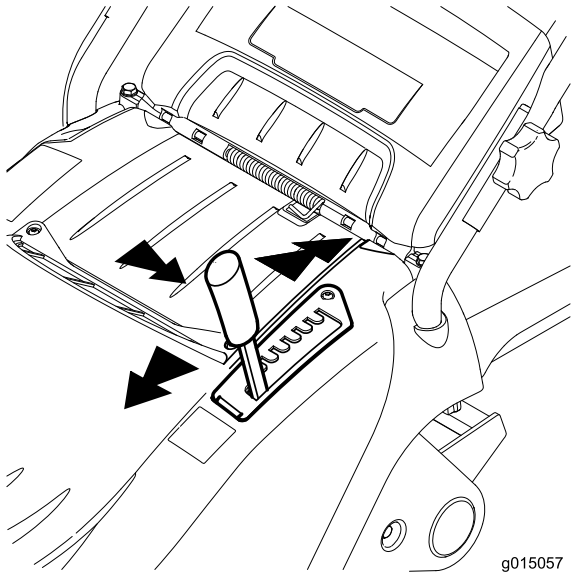

Figura 13
2. Estraete la leva di regolazione dell'altezza di taglio dalla fessura di posizionamento e spostatela in avanti o indietro fino alla fessura desiderata (Figura 13).